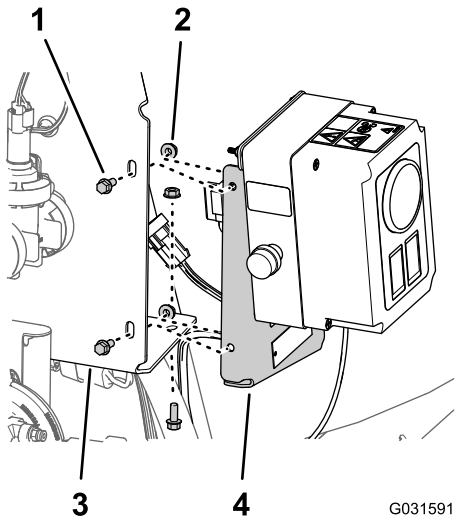

Figur 181
1. Innrett slangen i monteringsplaten for releskapet med hullene eller slissene i manifoldfestet for sprederventilene (Figur 181).
2. Monter releskapet til manifoldfestet (Figur 181) med de tre flenshodeboltene (1/4 x 5/8 tomme) og de tre sagtaggede flensmutterne (1/4 tomme)